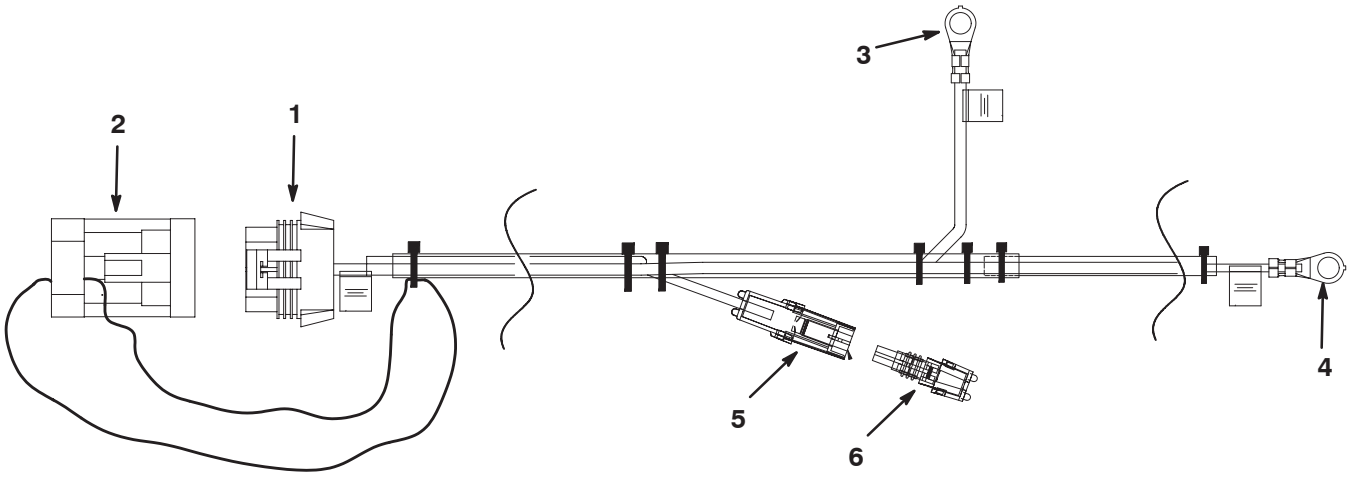

Bild 7
2. Schließen Sie die Ringpole des Stromkabelbaums an die Batterie der Zugmaschine an (Bild 7).